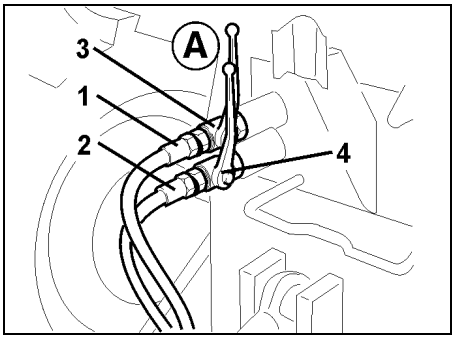

Rys. 15
- Węże hydrauliczne (Rys. 15/1 i Rys. 15/2) hydraulicznej obsługi jedną dźwignią zawsze dołączać do działającego jednokierunkowo zaworu sterującego w ciągniku.
- **Zawory kulowe (Rys. 15/3 i Rys. 15/4) muszą być zamknięte: Pozycja A!**